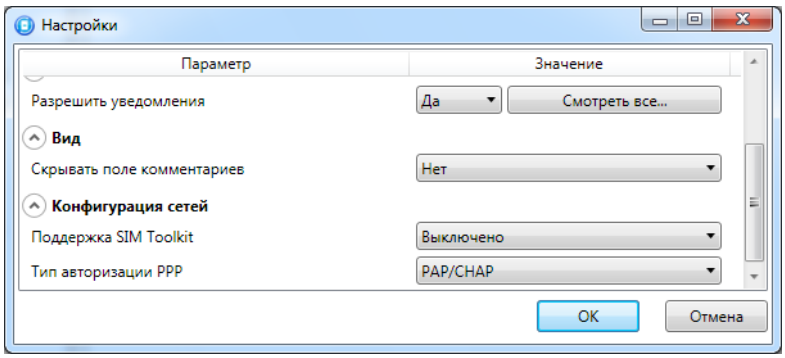

Рис. 11.14. Окно *Настройки*
2. В открывшемся окне *Настройки* выберите необходимое значение параметра *Тип авторизации PPP* (рис. 11.14).